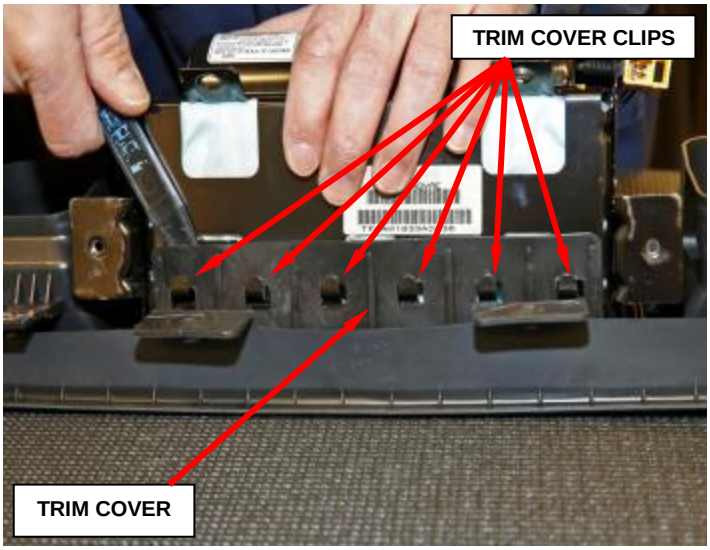

Figure 31 – Trim Cover Clips
b. Disengage the trim cover clips and remove the airbag module from the trim cover (Figure 31).